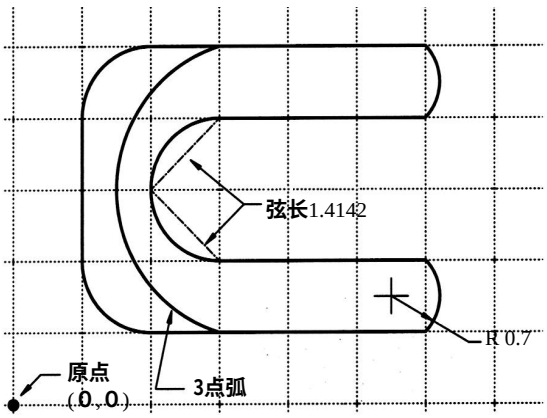

图2-23 练习5b图
b. 完成图2-23。图中点划线之间的距离为1.0单位。采用ARC命令选项完成图中半圆的绘制。